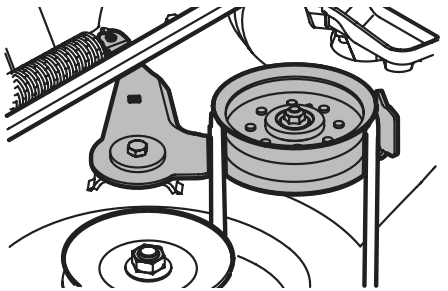

Fig. 44
8. Working on the right side of the tractor, insert a 3/8 inch drive ratchet wrench, set to **tighten**, into the square hole found on the idler bracket (Fig. 44).
9. Pivot the wrench forward to move the deck drive pulley forward (Fig. 44).